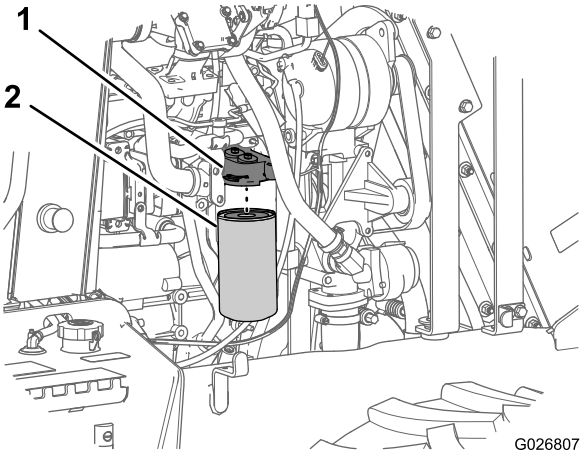

Figure 65
2. Placez un petit bac de vidange sous le filtre à huile (Figure 65).
3. Tournez le filtre à huile vers la gauche et déposez-le (Figure 65).
7. Alignez le filtre à huile neuf sur la tête du filtre à huile, et tournez le filtre vers la droite jusqu'à ce que le joint du filtre rejoigne la tête (Figure 65).
8. Serrez le filtre à huile à la main de 3/4 à 1 tour supplémentaire (Figure 65).